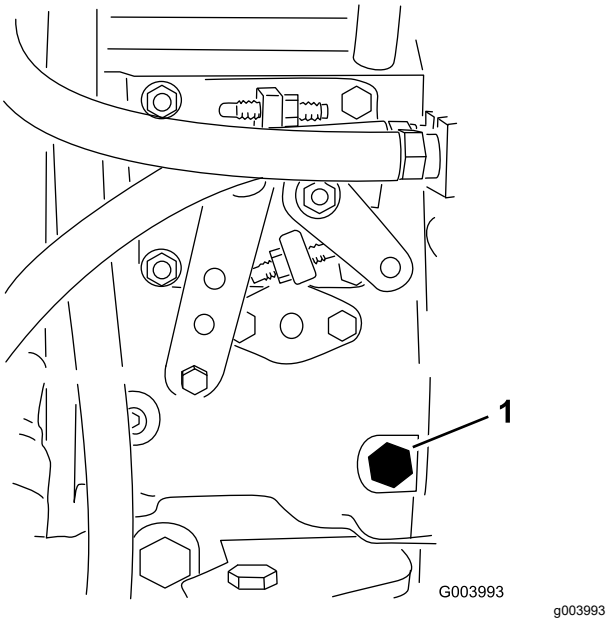

Rysunek 30
3. Otwórz odpowietrznik na pompie wtryskowej paliwa (Rysunek 30) za pomocą klucza 12 mm.